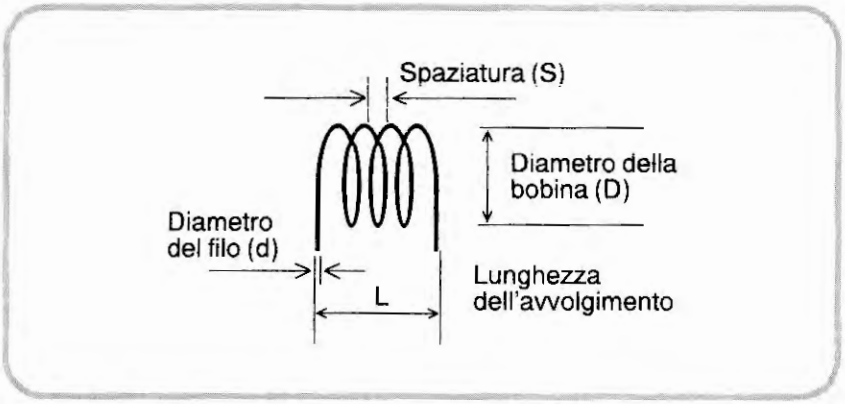

Figura 1
In una bobina (**figura 1**) si distinguono i seguenti dati fisici: il diametro (D), la lunghezza (l) la spaziatura delle spire (S), il diametro del filo (d) e il numero delle spire. Il diametro del filo, il numero delle spire e la loro spaziatura determina la lunghezza (l) dell'avvolgimento. Il diametro esterno del supporto determina il diametro interno (D) della bobina.